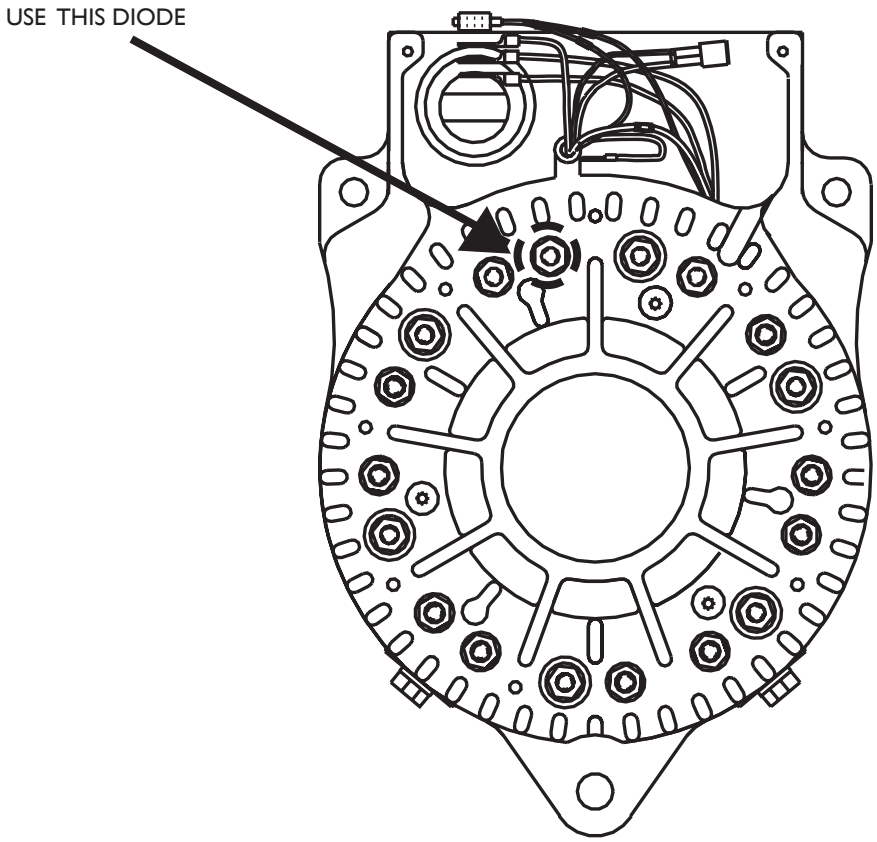

Figure 5 – Diode Arrangement inside Drive End Housing
- **No** → Check continuity of thermal switch inside control unit: Remove drive end cover on alternator. With DMM, check continuity between pin B on harness plug and diode shown in Figure 5 below. Does continuity exist?